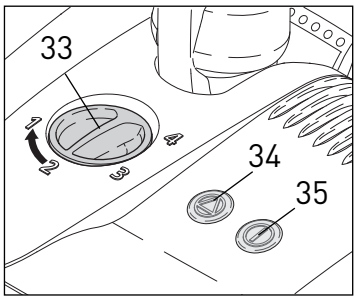

Figure 11
B. Pour le nettoyage par simple aspiration des surfaces délicates ou des sols durs, la tête de l'appareil est équipé d'un interrupteur marche/arrêt (35, figure 11). Lorsque cet interrupteur est utilisé pour éteindre le rouleau à brosses, une lumière jaune brille pour indiquer que la brosse en sous tension. Appuyer sur le bouton en position on, la brosse se met à tourner et la lumière s'allume en vert.
NOTE: *le mécanisme de roulement est éteint et arrêté uniquement quand l'appareil est en position verticale et que le manche est complètement verrouillé. Si l'appareil est incliné, le mécanisme de roulement de la brosse tournera. Laisser l'appareil immobile pendant une longue période pendant que le mécanisme de roulement de la brosse tourne peut endommager votre sol ou votre moquette. Vous pouvez également éteindre le mécanisme de roulement de la brosse en appuyant sur le bouton Marche/Arrêt (35, figure 11) sur le dessus de la tête motorisée.*
Lumière d'obstruction de la brosse et arrêt automatique – Figure 11
Fonctionnalité d'ajustement de la hauteur de la brosse – Figure 11
Indicateurs lumineux - Figure 11
Lumière marche/arrêt verte: (35, figure 11)	La brosse est activée et tourne.
Lumière marche/arrêt jaune: (35, figure 11)	Le rouleau à brosse a été éteint et l'aspirateur fonctionne en mode d'aspiration verticale uniquement.
Lumière d'avertissement de brosse rouge: (34, figure 11)	La brosse n'est pas totalement engagée au tapis. L'hauteur devrait être baissée. Si l'hauteur est déjà basse, la brosse est donc abîmée et doit être remplacée.
Lumière d'avertissement de brosse rouge clignotant: (34, figure 11)	La brosse est bloquée. Éteindre la tête de l'appareil déconnecter et puis quitter le blocage (voir page 12).